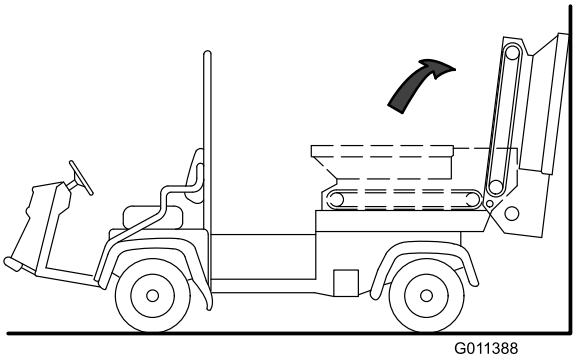

Figur 33
5. Drej tragtbeholderen bagud, og læn den mod en væg, stige el.lign. Lad ikke tragtbeholderen hvile mod maskinens bagside, da dette kan medføre beskadigelse af børsten eller hydraulikkoblingerne (Figur 33).
Vigtigt: **Sørg for, at tragtbeholderen er drejet hen over midten og/eller er fastgjort til en væg eller stolpe for at forhindre den i at falde ned på arbejdsområdet ved et uheld (Figur 33).**